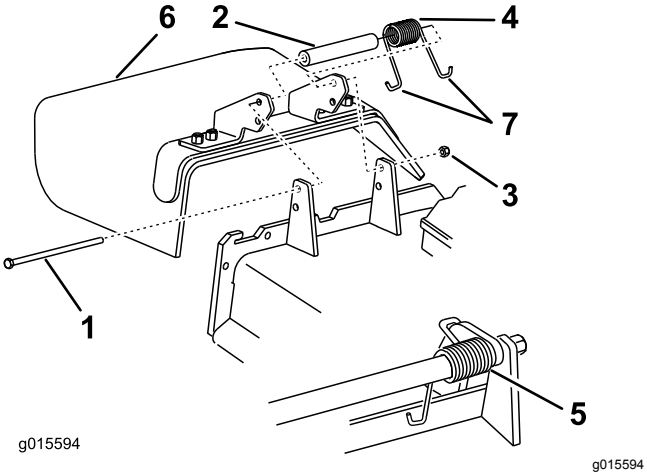

Figur 89
1. Ta bort låsmuttern, skruven, fjädern och distansbrickan som håller fast gräsriktaren på tappfästena (Figur 89).
Obs: Kontrollera att den ena av fjäderns **J**-formade ändar sitter bakom däckkanten innan du monterar skruven enligt Figur 89.
6. Placera fjäderns 1 **J** krokformade ände runt gräsriktaren (Figur 89).